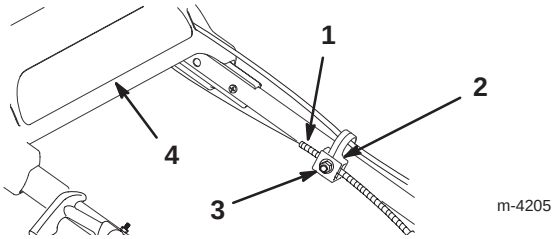

Figur 25
3. Lossa kabelns stödmutter (figur 25).
5. Det övre handtaget ska vara så långt tillbaka som möjligt. Medan du håller ner drivningsfästet drar du kabelhylsan nedåt (mot gräsklipparen) tills det inte finns något slack (figur 25).
6. Dra åt muttern på stödet (figur 25).